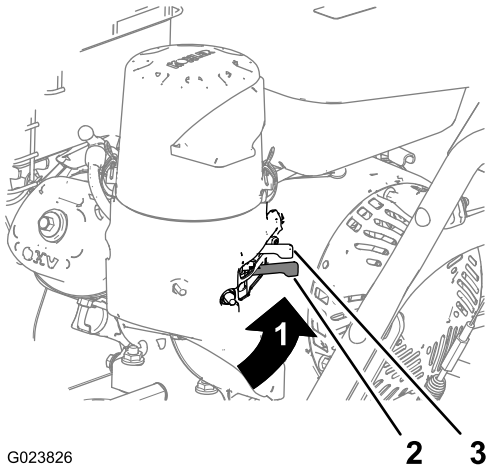

Figura 9
Spostate la valvola di intercettazione del carburante, situata sotto lo starter, a destra per attivare il carburante (Figura 9).
2. Sul lato posteriore sinistro del motore, spostate la leva dello starter a sinistra, in posizione ON. A motore caldo, lasciate lo starter in posizione OFF (Figura 9).
5. Lasciate riscaldare il motore per diversi minuti, quindi portate lo starter verso la posizione OFF (Figura 9).
5. Utilizzate la valvola di intercettazione del carburante per spegnere il flusso di carburante quando prevedete di non utilizzare la macchina per qualche giorno, parcheggiate la macchina all'interno di un edificio o trasportate la macchina da e verso il sito di lavoro (Figura 9).